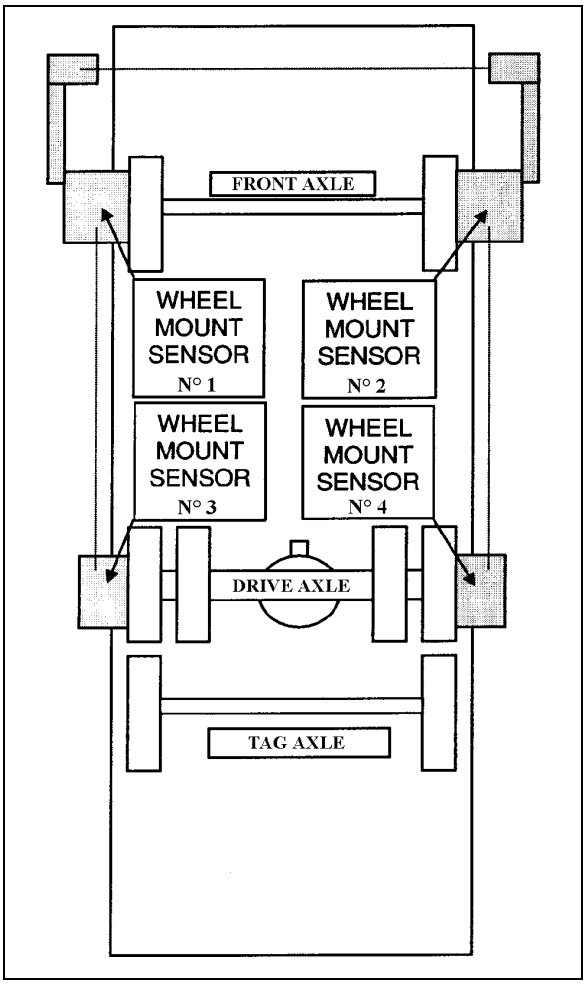
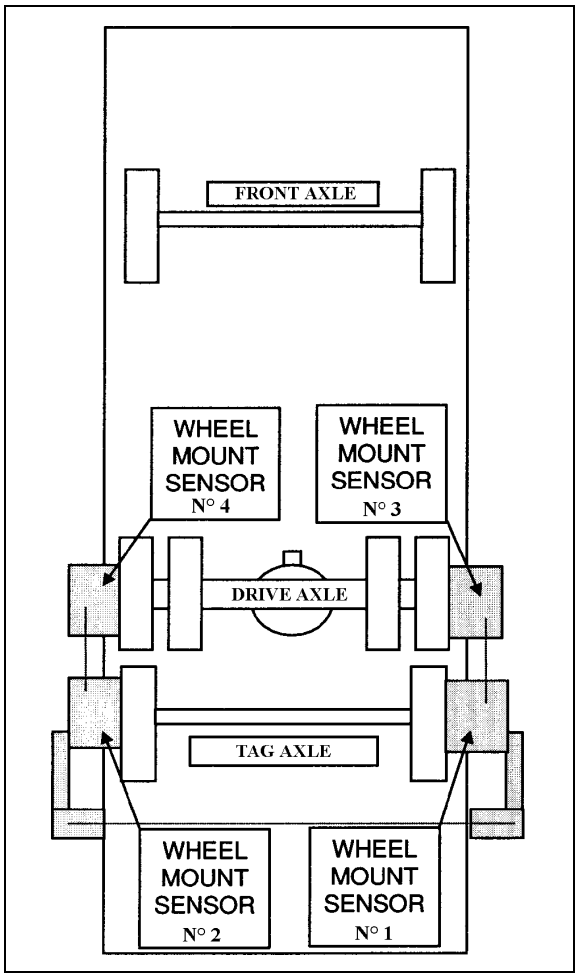

FIGURE 6: FRONT & DRIVE AXLE ALIGNMENT 11025
FIGURE 7: TAG AXLE ALIGNMENT 11026
3. Install wheel mount sensors on front and drive axles (fig. 6). Adjust front axle according to appropriate specifications chart below.
Note : *See reference numbers on wheel mount sensors (fig. 6).*
- With the system installed as for front axle alignment (fig.6), adjust drive axle according to specifications' chart below.
- Remove and reinstall all wheel mount sensors on the drive and tag axles (fig. 7);
Note *: Reinstall wheel mount sensors as shown in figure 7. For example, the sensor from the right side of the front axle is mounted on the left side of the tag axle. For corresponding wheel mount sensor reference numbers, refer to figure 6.*